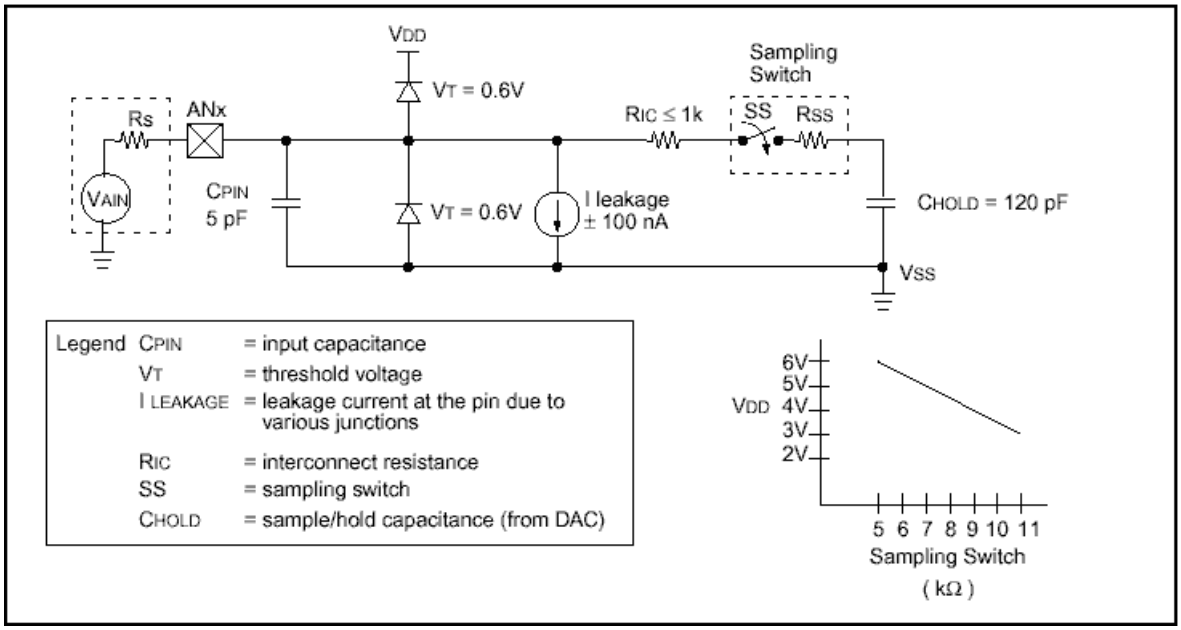

Figura 5.4. Modelo Eléctrico para cualquier pin de entrada analógico.
Para que la conversión sea precisa, se debe lograr la carga completa del capacitor del S/H. El nivel de carga, que este capacitor logre estará en función de la resistencia de la fuente analógica y de las características de la línea de entrada analógica. En la **figura 5.4** se presenta un modelo para todos los pines analógicos en los MC Microchip de esta familia.
- **Nota:** el valor de 120 pF corresponde al valor típico del capacitor del S/H (**figura 5.4**).